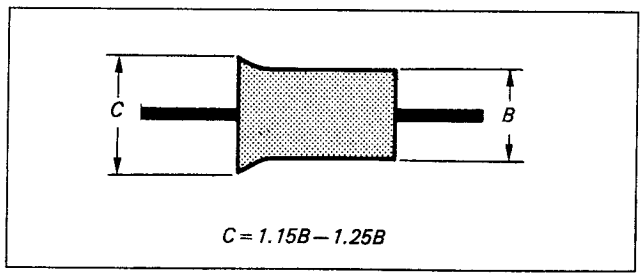

*Fig. 7-71.*
5) Turn No.2 guide so that the entrance side waveform flattens slightly. (See Fig. 7-71.)